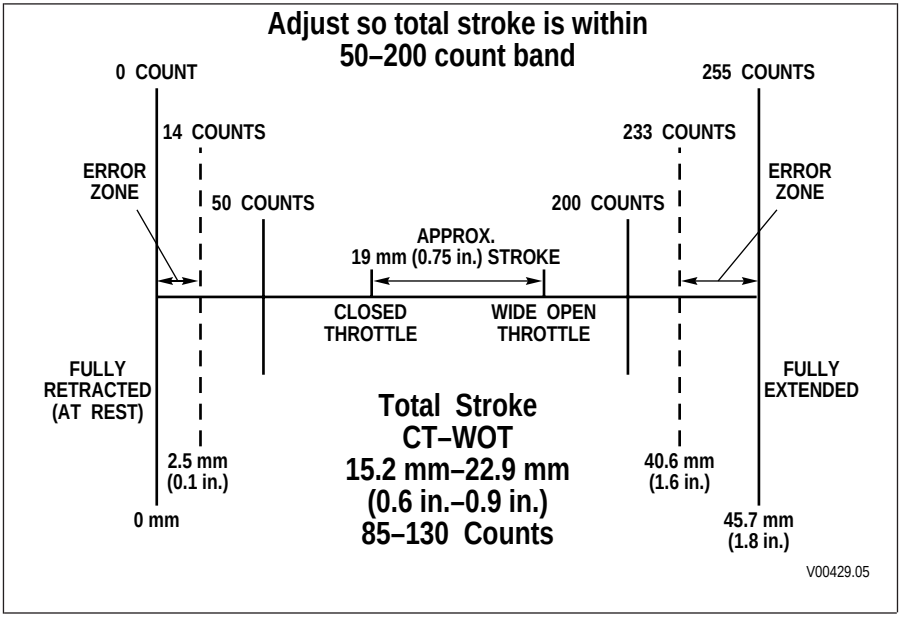

Figure 5–5. Throttle Position Determination Diagram
b. Throttle Position Sensor (TPS) Adjustment—Using Diagnostic Tool. When properly installed by the equipment manufacturer, the TPS should not need adjustment. If TPS adjustment is necessary, confirm that it has been installed to Allison Transmission specification (refer to Figure 5–5). The TPS is self-calibrating and therefore has no optimum closed throttle or full throttle count value. Idle count should be 50 or higher and full throttle count 200 or lower. As long as the counts are in the 50 and 200 count range with a difference of 85 to 130 counts between closed and full throttle the TPS is set correctly.